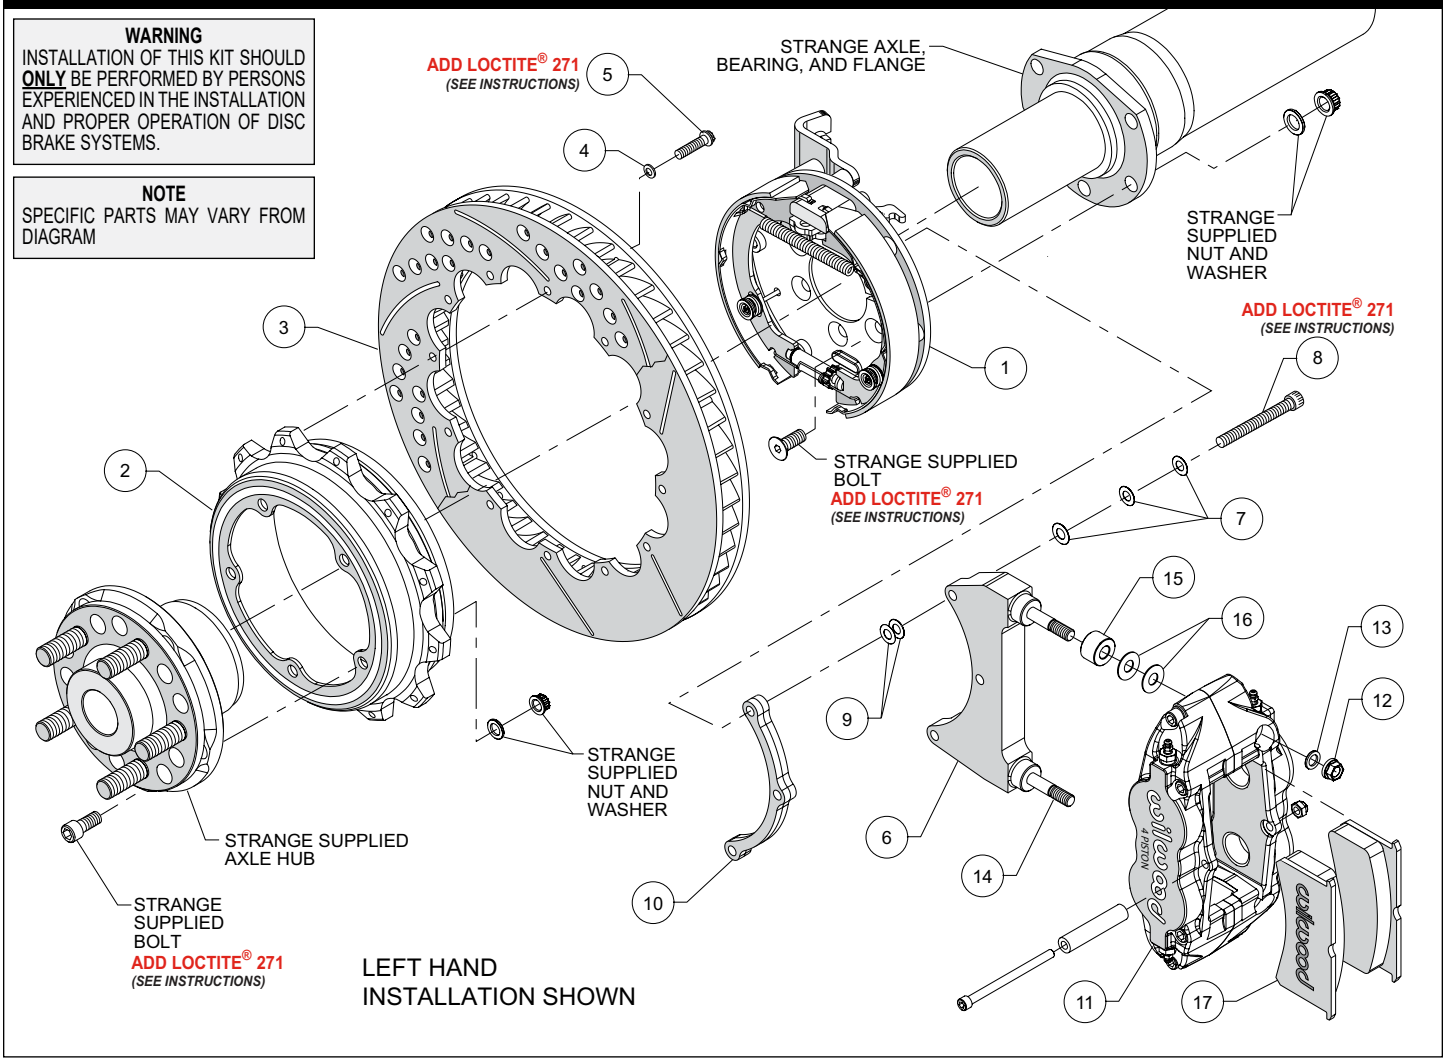

Figure 1. Typical Installation Configuration
Assembly Instructions (numbers in parenthesis refer to the parts list and Figure 1 on the preceding pages): ***CAUTION:*** *All mounting bolts must fully engage threaded holes.*
•Orient the bracket assembly (1) as shown in Figure 1 and slide it onto the axle housing flange. Ensure that the bracket assembly backing plate fits flush against the axle housing flange. Secure bracket assembly to the axle flange using bolts, washers, and lock nuts (all Strange supplied) as shown in Figure 1. Apply red *Loctite*® 271 to the bolt threads and torque to Strange specifications.
•***NOTE:*** *Please reference the caution statement at the beginning of the assembly instructions.* The caliper mounting bracket assembly (6) should be installed first with clean, dry threads on the mounting bolts (8). Install the bracket using bolt (8), three flat washers (7), shim washer (9) and spacer (10), as shown in Figure 1. ***NOTE:*** *End of bolt should not exceed inside face of insert. The bracket must tighten squarely against the back side of the bracket kit assembly (1).* Inspect for interference from the axle flange. Use two thin shims (9) between the bracket (6) and spacer (10) during initial trial fitting. Later, after the caliper alignment has been checked, the mount bolts will be secured using red *Loctite*® 271.
• Orient the rotor (3) and the hat (2) as shown in Figure 1. Attach rotor to hat using bolts (5) and washers (4). Using an alternating sequence, apply red *Loctite*® 271 to the threads, and torque to 155 **in-lbs**.
•Orient the hat (2) and the axle hub (Strange supplied) as shown in Figure 1. Attach the hat to the axle hub using bolts, washers, and lock nuts (all Strange supplied) as shown in Figure 1. Apply red *Loctite*® 271 to the bolt threads and torque to Strange specifications.
•Slide the rotor/hat/hub assembly onto the axle as shown in Figure 1 and secure per Strange Engineering specifications.
•Initially place two .035" thick shims (16) and one spacer (15) on each stud between the caliper and the bracket, as shown in Figure 1 and Photo 1. Mount the caliper (11) onto the bracket (6) using lock nuts (12) and washers (13), Figure 1. Temporarily tighten the lock nuts and view the rotor through the top opening of the caliper. The rotor should be centered in the caliper, Photo 2. If not, adjust by adding or subtracting shims (9) between the bracket (6) and the spacer (10). Always use the same amount of shims on each of the two mounting bolts. Once the caliper alignment is correct, remove the bracket mounting bolts one at a time, apply red *Loctite*® 271 to the threads, and torque to 180 **in-lb**.